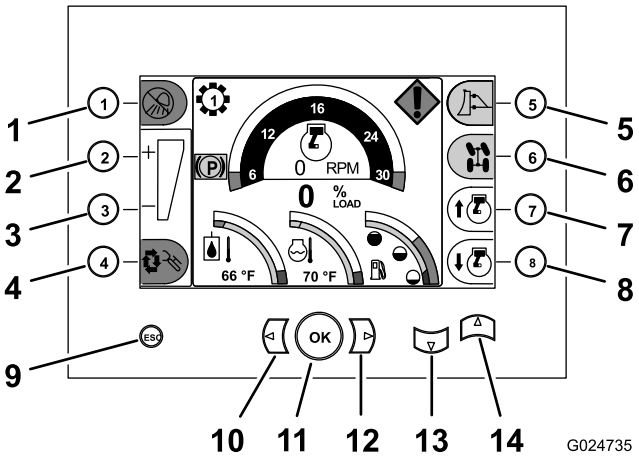

Figura 9
Prima di avviare il motore e di utilizzare la macchina, familiarizzate con tutti i comandi (da Figura 9 a Figura 16).
Utilizzate i pulsanti del centro di comando per controllare il funzionamento delle funzioni della macchina e navigate alle schermate di configurazione della macchina e di diagnostica (Figura 9).
- **Pulsante più acceleratore**: premete il pulsante più acceleratore (pulsante 7), posizionato nell'angolo in basso a destra del centro di comando, per aumentare la velocità del motore (Figura 9).
- **Pulsante meno acceleratore**: premete il pulsante meno acceleratore (pulsante 8), posizionato nell'angolo in basso a destra del centro di comando, per diminuire la velocità del motore (Figura 9).